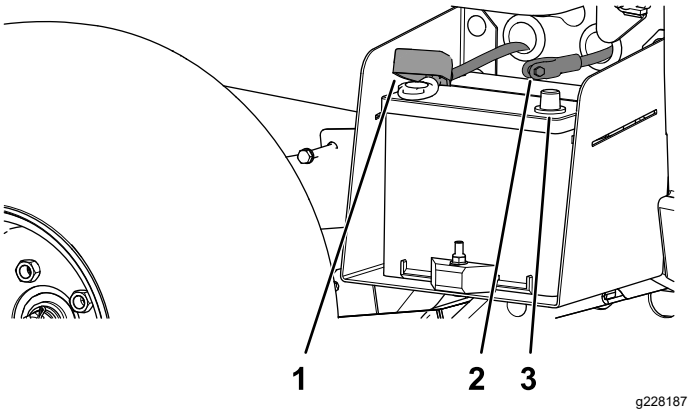

Rysunek 5
3. Podłącz dodatni (czerwony) przewód akumulatora do dodatniego (+) zacisku akumulatora i zamocuj przewód przy użyciu śrub i nakrętek (Rysunek 5).